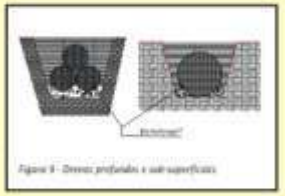

Figura 9 - Drenos profundos e sub-superficiais.
**Drenos profundos e sub-superficiais:** Fazer a escavação dos valos na profundidade projetada, utilizando brita e areia no fundo e nas laterais do valo, aplicando o Bermalonga® no centro, podendo ser uma ou mais fileiras, dependendo do diâmetro utilizado. O Bermalonga® deve ficar bem protegido, evitando o contato com o ar, o que garantirá a longevidade do produto. (Figura 9)